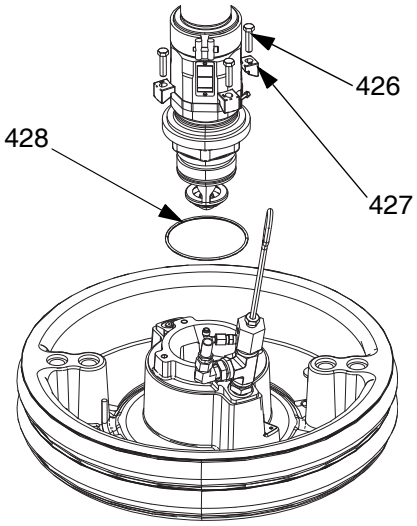

FIG. 35: Kit de montaje para 200 l (55 gal.)
1. Coloque la junta tórica (428) del kit de montaje en el plato (AD). Si está unida a la placa, coloque la bomba de desplazamiento (AC) en el plato (AD). Consulte la FIG. 35.
2. Fije la brida de admisión de la bomba a la placa con los tornillos (426), arandelas (425) y cuatro abrazaderas (427) incluidos en el kit de montaje 255392.